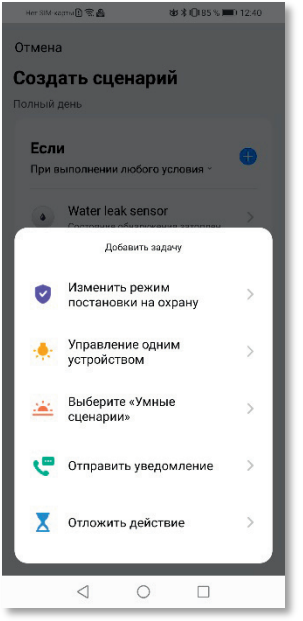

Рисунок 19.
5) Теперь нужно создать выполняемую задачу. В поле «**Тогда**» нажмите знак «**+**» (рис. 19). В меню «**Добавить задачу**» выберите пункт «**Управление одним устройством**» (рис. 19).